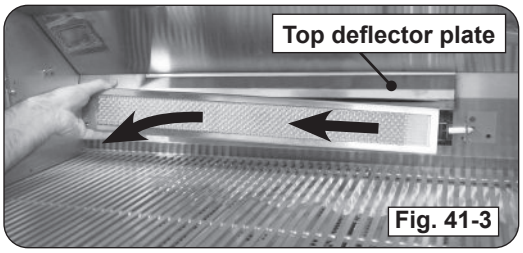

Fig. 41-3
5. Remove the backburner by lifting the left side outward and to the left. See Fig. 41-3.
Note: The top deflector plate may become loose when removing the backburner. Ensure the deflector is properly in place when reinstalling the backburner (See Fig. 41-3).